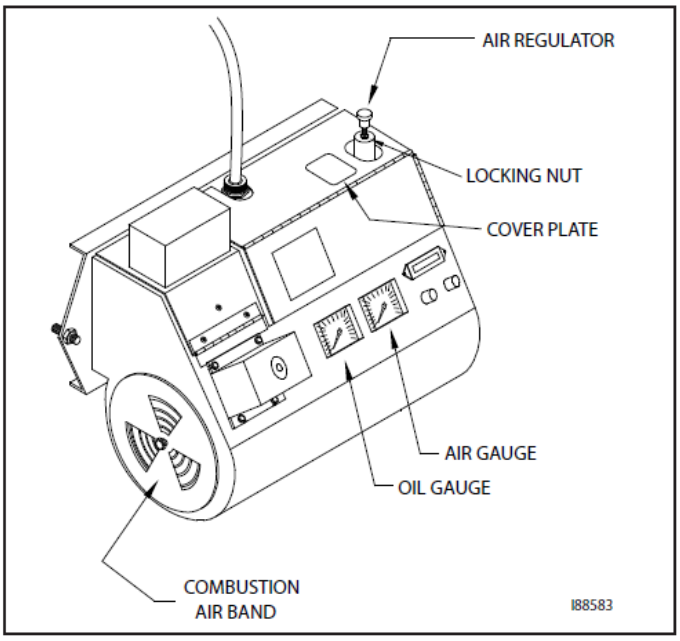

Figure 6A – Component Detail of the CB-500 Series Burner
4. Refer to Figure 6A to locate the air regulator. Loosen the locking nut on the air regulator.
- Refer to Figure 6A to identify the combustion air band location on the burner.